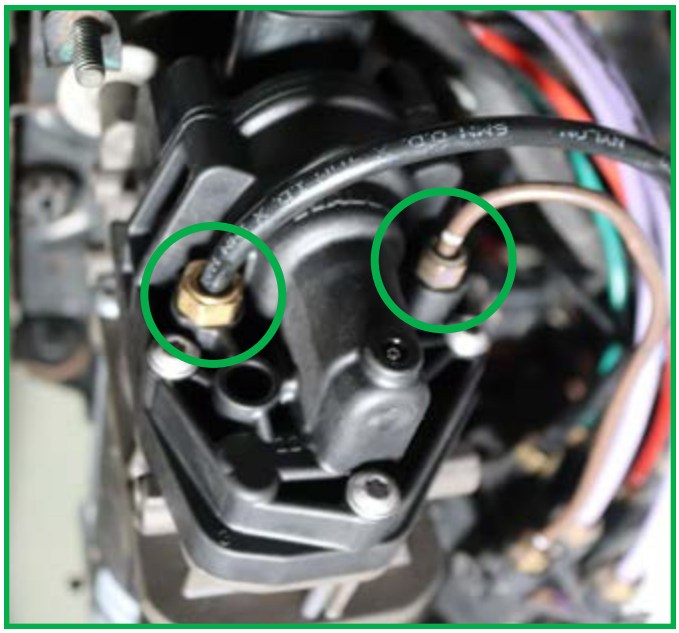

FIGURE 13
3. Install the two (2) air lines to the appropriate locations on the compressor (Figure 13). Remove the shipping pins and ensure that the air line is secured as demonstrated in Figure 12.